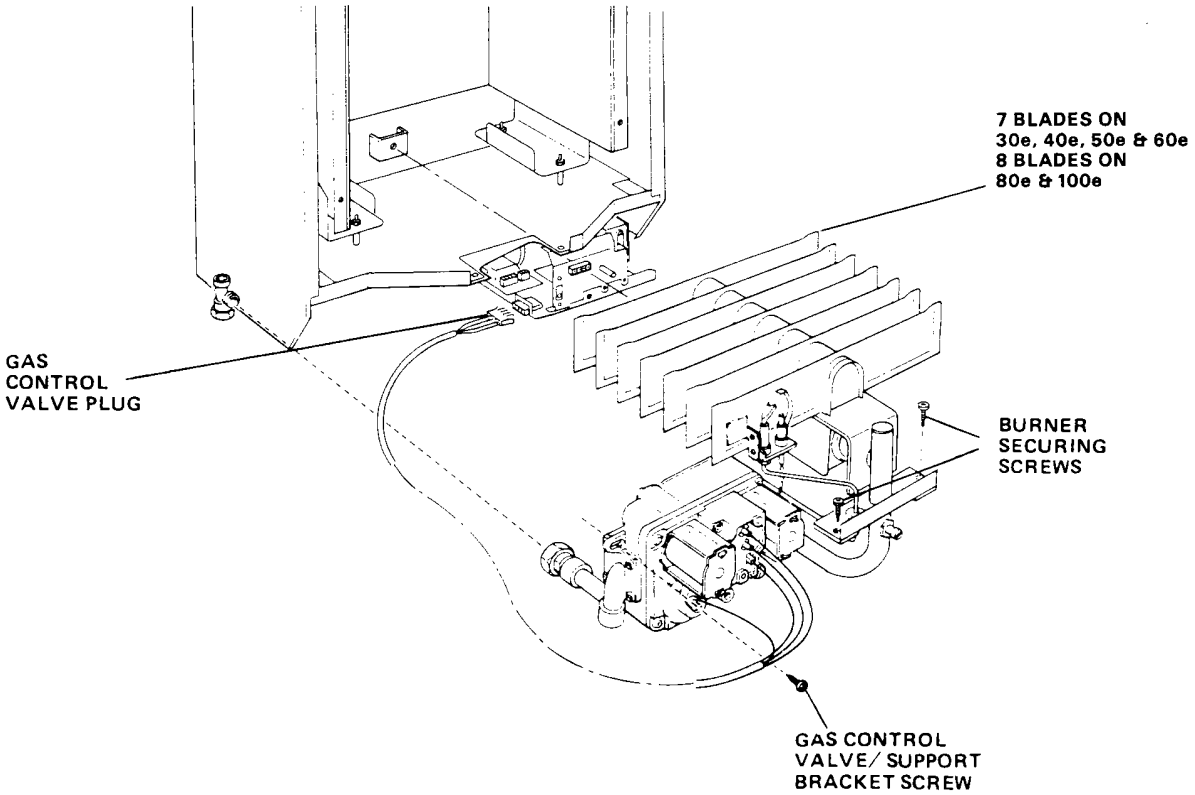

FIG. 28 BURNER AND GAS CONTROL ASSEMBLY
H. Unplug the electrical supply leads forthe gas control valve from control box. See FIG. 28.
I. Remove the screw securing the gas control valve to its support bracket. See FIG. 28.